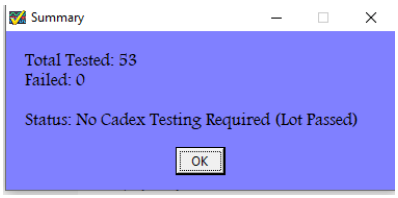
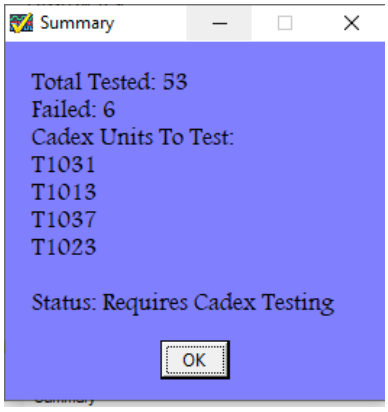

Figure 9. All Batteries Passed Voltage testing
Figure 10. All Batteries Did Not Pass Voltage testing
13. The Figure 9 pop-up will appear if all batteries passed, the test will end, and the lot will be accepted. In this case, the operator shall proceed to step 20. Otherwise, the Figure 10 pop-up will appear, and testing of the batteries shown in green in the step 12 pop-up will be required using the Cadex battery analyzer.
14. Depending on how many batteries failed, the test station will tell the operator how many are needed to be tested by the Cadex. In Figure 10, six batteries failed, and 4 batteries were chosen to be tested using the Cadex. Up to 4 batteries can be tested in any lot. The operator shall press “OK”.